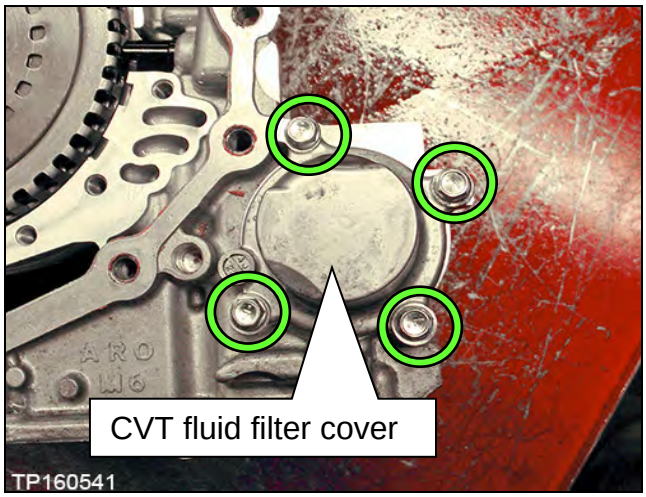

Figure 24B
a. Remove the four (4) bolts and then remove the CVT fluid filter cover (Figure 24B).